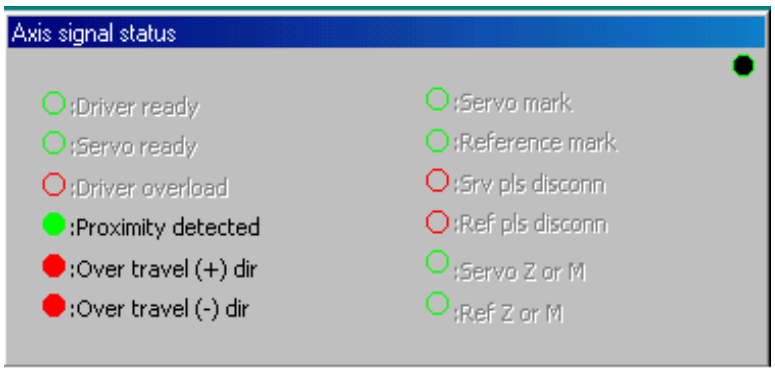

Figure 7.12 “Axis signal status” dialog box
(3) Axis signal status display
In the “Terminal” menu, click *“Axis signal status (A)”* under “Monitor” to display the “Axis signal status” dialog box (see Figure 7.12).